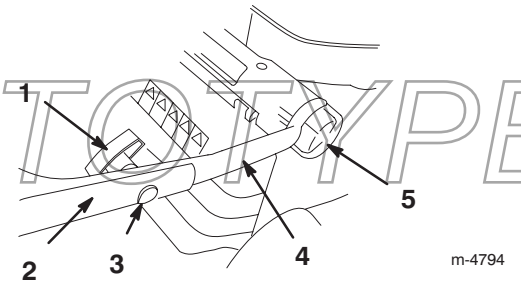

Bild 2
2. Lockern Sie die Höheneinstellräder am Griff und drehen das untere Handgriffteil nach hinten, bis es auf der in Bild 2 dargestellten Höheneinstellung ist.
4. Sichern Sie den oberen Handgriffteil mit den Ovalkopfschrauben und Grifffeststellrädern am unteren Teil ab (Bild 2). **Ziehen Sie die Grifffeststellräder gut fest.**
Sie können den Handgriff auf drei verschiedene Höhen einstellen: hoch, mittel und tief (Bild 2). Wählen Sie die Griffhöhe, die für Sie am bequemsten ist.